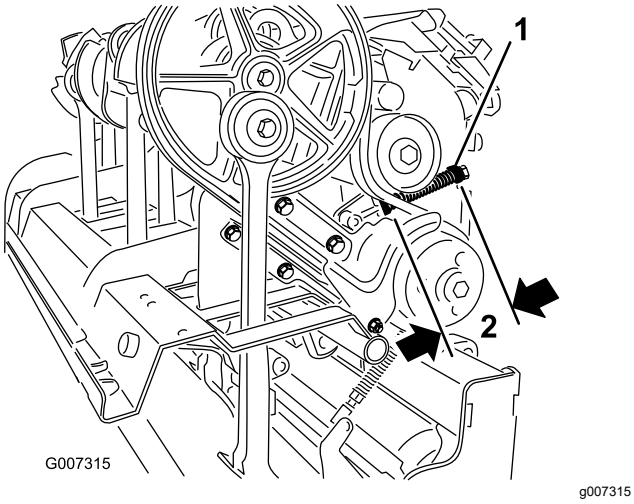

Figuur 35
C. Zet de borgmoer van de veerhouder los (Figuur 35).
D. Stel de veerhouder zo af dat de ingedrukte veer de juiste lengte heeft (Figuur 35).